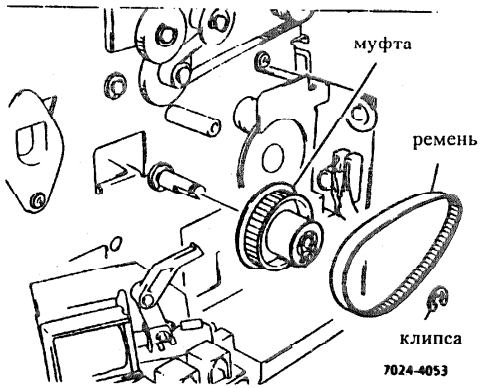

Рисунок 4. Узел ролика подачи бумаги (вид сзади)
11. Снимите клипсу, крепящую шестерню /муфту на ролике подачи бумаги, снимите шестерню/муфту, затем снимите вторую клипсу (Рисунок 4).
Разборка (Рисунок 4)